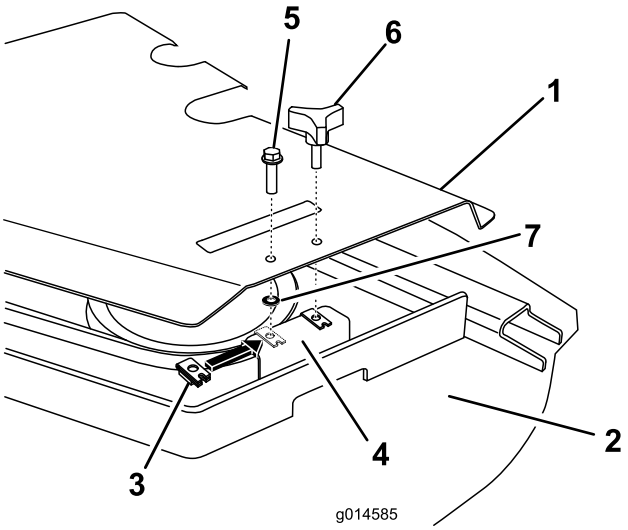

Figura 6
1. Rimuovete le manopole che fissano i paracinghia all'apparato di taglio (Figura 6). Togliete i paracinghia.